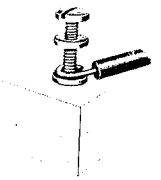

Fig. 10 — Terminating on Screw Terminal
5. TERMINATING WIRE AND CABLE CONDUCTORS, FIG. 10, 11, 12, 13, AND 14